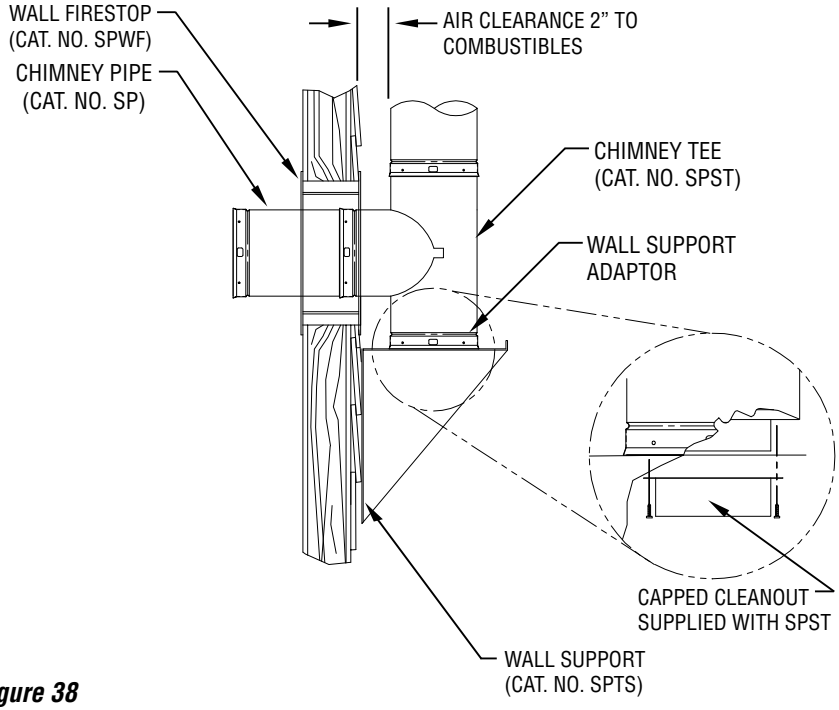

Figure 38
3. A 2-piece wall firestop (SPWF) must be installed in the framed opening from outside. The stainless portion is first installed from th outside of the opening. Push the remaining half through the opening from the inside until the plate is flush with stud. Use four (4) # 10 x 2-1/2” wood screws to attach opening *(see **Figure 38**)*. Seal the outside plate with RTV sealant or similar.